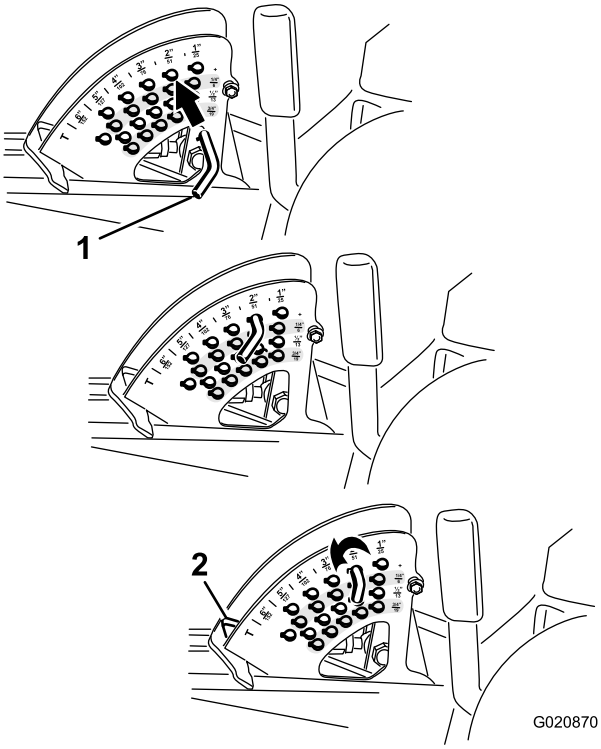

**Figur 20**
**Obs:** Lås klippdäcket i höjt läge genom att höja däcket över 15 cm-läget, lossa stopptappen för klipphöjd och sätta tappen i 15 cm-klipphöjdsläget (Figur 20).
2. Justera klipphöjden genom att rotera stopptappen tills rulltappen inuti är i linje med springorna i hålen i klipphöjdsfästet och lossa den (Figur 20).
3. Sätt i tappen i det hål i klipphöjdsfästet som motsvarar den önskade klipphöjden och rotera den för att låsa den plats (Figur 20).
**Obs:** Det finns fyra rader med hål (Figur 20). Den översta raden ger den klipphöjd som visas ovanför tappen. Den andra raden ger angiven höjd plus 6 mm. Den tredje raden ger angiven höjd plus 12 mm. Den nedersta raden ger angiven höjd plus 18 mm. För 15,2 cm-läget finns bara ett hål, på andra raden. Här läggs inte 6 mm till 15,2 cm-läget.